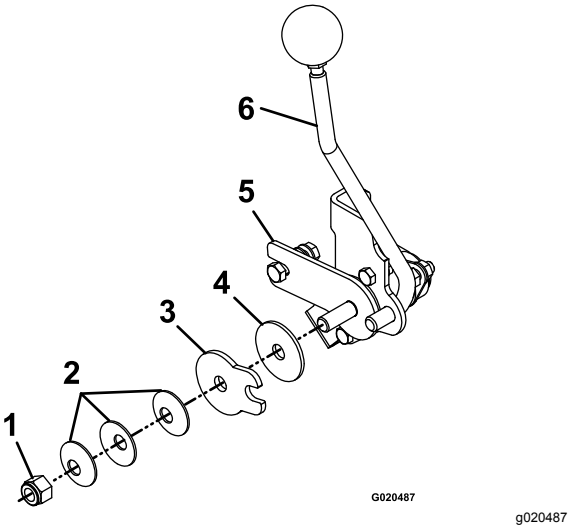

**Figuur 65**
3. Stel de kantelmoer aan het uiteinde van de stang in, aan de voorkant van het rechter bedieningpaneel (Figuur 65).